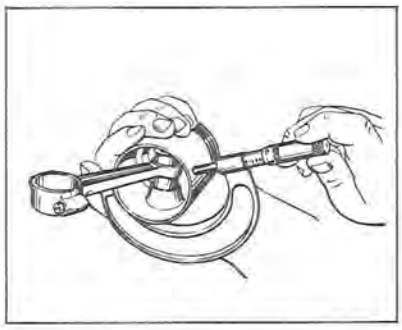
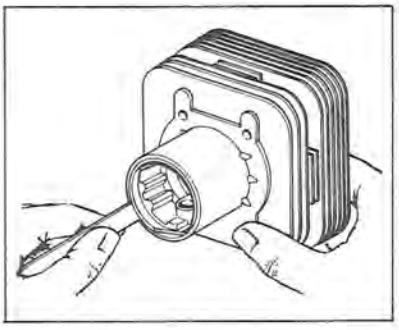

Figure 8-10
Figure 8-11
b. Check pistons for roundness, taper, excessive skirt wear, and scoring. Piston skirts must be perfectly round and unscratched to prevent entry of exhaust gases into crankcase chamber. Check piston size, taper, and roundness, using a micrometer (see Figure 8-10). Check clearance between piston and cylinder before reinstalling piston (see Figure 8-11).